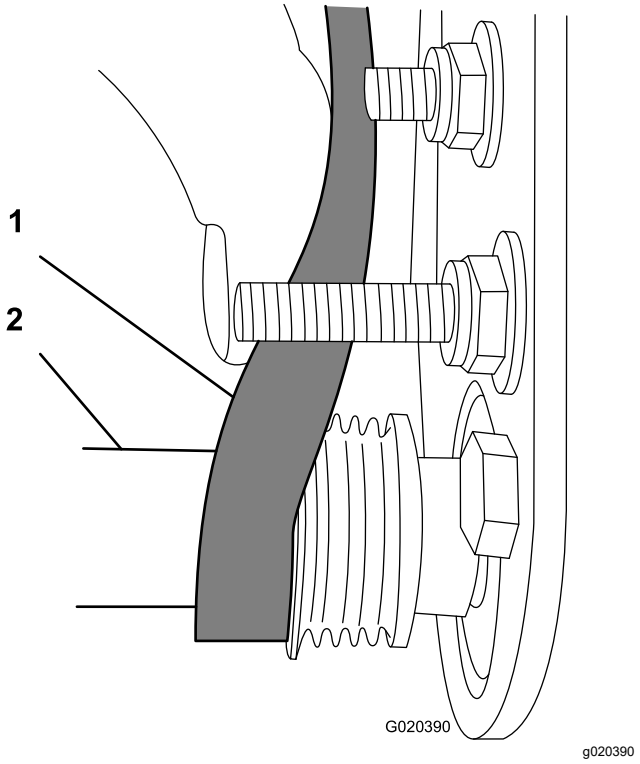

**Figur 17**
- Starta remmen på den **drivna skivan** (Figur 17).
- Rotera borstenheten och styr remmen på den drivna skivan genom att använda en djupbrunnshylsa (9/16 tum) (Figur 17).